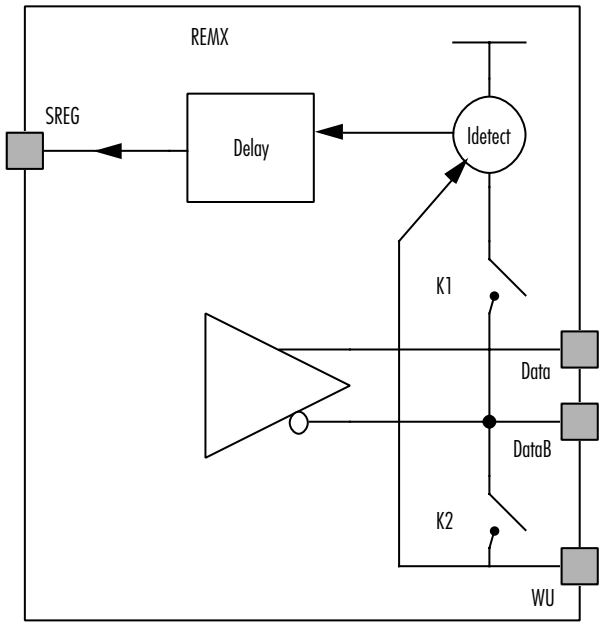
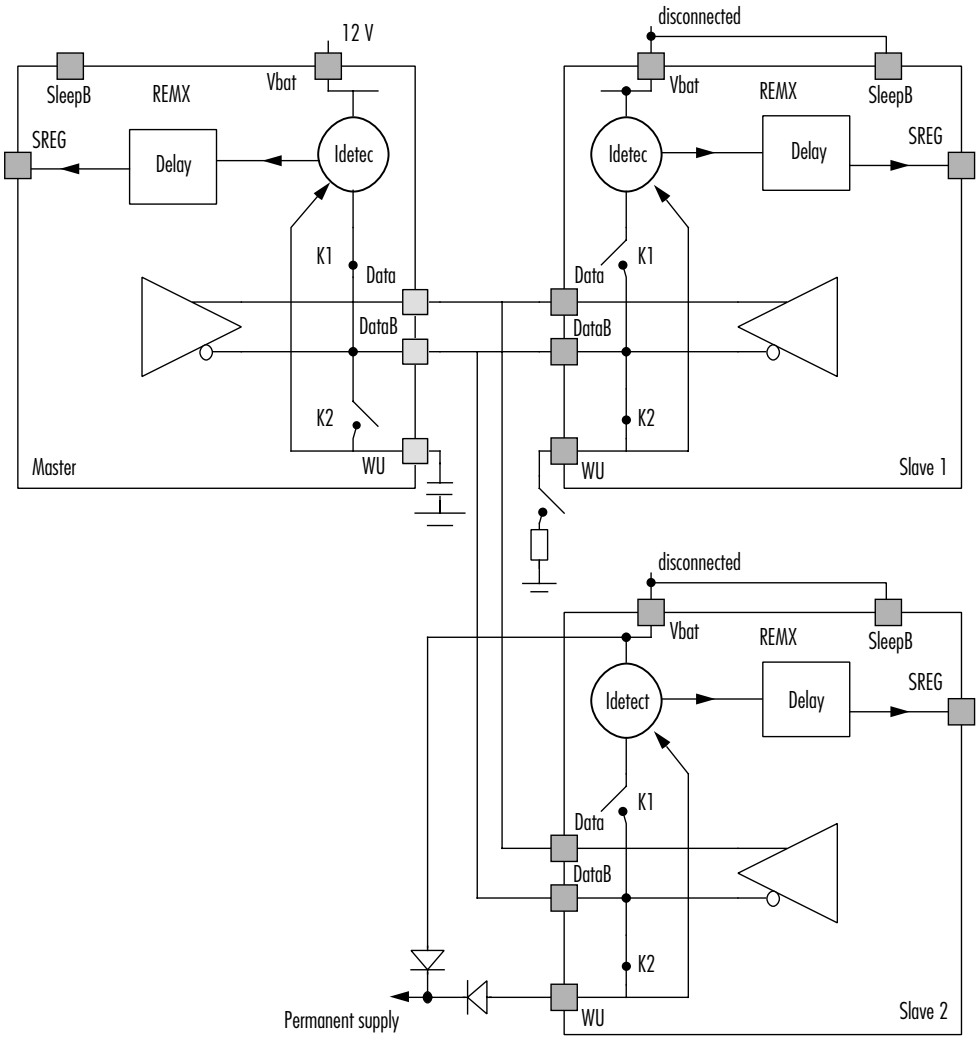
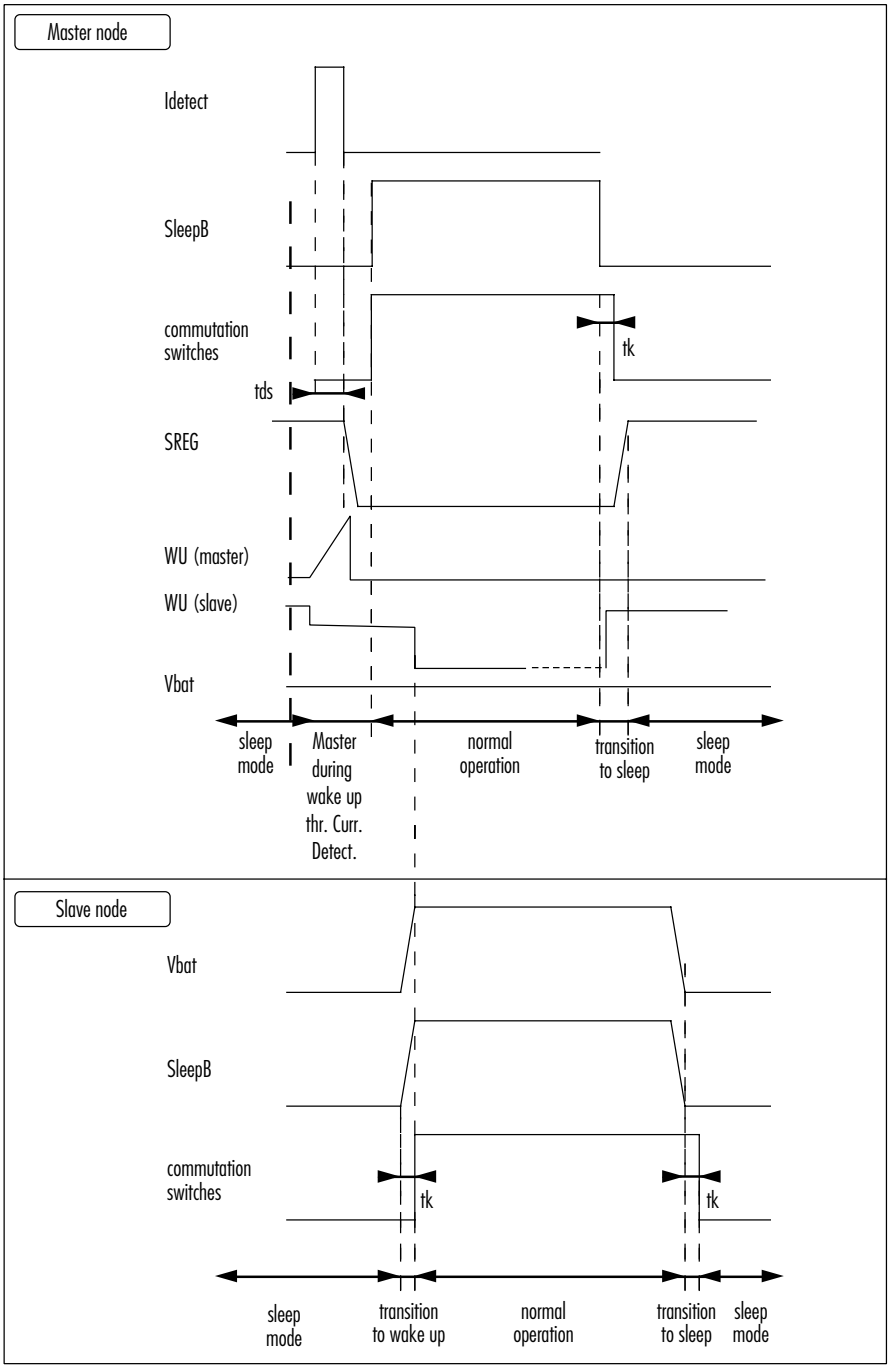

Fig.7: Sleep Circuit during Normal Mode and POR
Fig.8: System Configuration in Sleep Mode
Fig.9: Wake-up through Current Detection
- the switches K1 and K2 are open (same as normal mode) (figure 8, paragraph "3.3 Sleep mode operation").
An important function of the multiplexing system is its ability to go into a sleep mode. At this moment the power consumption is reduced to the minimum. The system can wake up again in two different ways. Although all interface chips are physically identical, the functionality of the chip is different for a master and a slave node. Figure 7 shows the most important circuits with regard to the sleep mode. On node DataB there are two switches, one to Vbat via a current sensor and one to the pin WU. Furthermore, the input SleepB is used to put the circuit in sleep mode, at which time the external regulator (SREG = tristate and pulled up by an external resistor) will be shut down. Following is a detailed description of the behavior of a master and a slave node. Figure 7 illustrates the state of all switches during normal operation; this is identical for a master and a slave node. Figure 8 shows a system during sleep mode. Figure 9 and 10 illustrate the possible sequences to go from sleep mode to normal mode and back. If the sleep/Wake-up function is not used (SleepB connected to Vbat), then it must be possible to connect Vbat to Vcc without disturbing the function of the transmitter and the receiver.
Circuits located at a slave node and which need a permanent supply, even during sleep mode, can be connected as shown in figure 8. During normal mode the circuit is supplied through Vbat. During sleep-mode the circuit is supplied through DataB of the master. In this latest case, the current consumption of this circuit has to be low enough to avoid that the master will detect this as a current to restart the system.